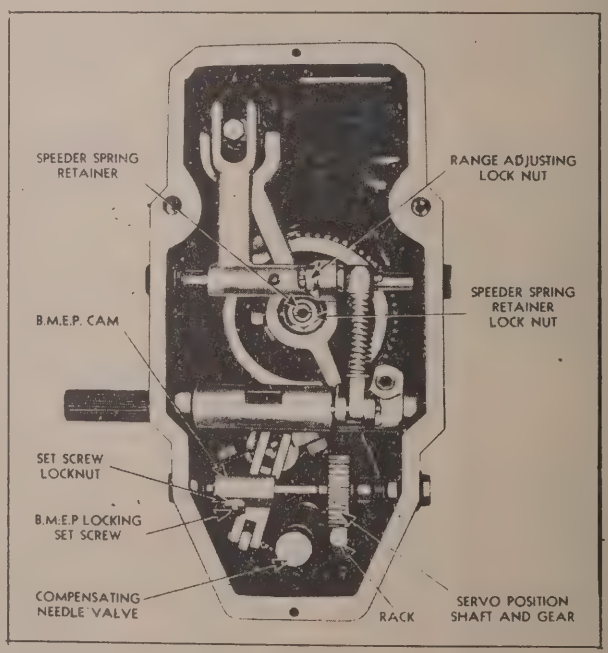

Fig. 3E
6. The difference between the idle speed and full speed should be 375 r.p.m. regardless of full speed and idle speed r.p.m. If not, remove governor cover, loosen castellated nut holding spring link to the auxiliary speed control lever. (See Fig. 3E.) To increase speed range, move the spring link downward in slot. To decrease speed range, move upward. After each adjustment, repeat steps 4 and 5 until the speed range is exactly 375 r.p.m. full speed, minus idle speed.
7. With engine speed controller handwheel in full speed position, adjust the governor speeder spring retainer nut until engine speed is 750 r.p.m. at no load. (See Fig. 3E.) Replace governor cover. Turn engine speed controller handwheel to the idle speed position. The idle speed may be approximately 375 r.p.m. A slight adjustment may be necessary. This can be done by adjusting the idle speed stop screw.
Compensation. The compensation adjustment is provided to prevent hunting (speed departure) when the load or engine speed is changed. Adjustment is made by means of the small knurled knob inside the governor. (See Fig. 3E.)
2. Loosen locknut and setscrew. (See Fig. 3E.)